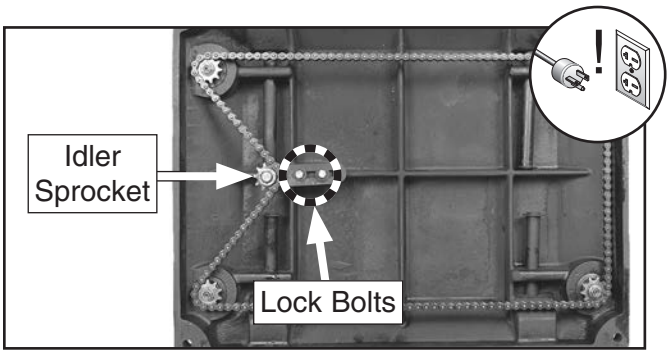

Figure 63. Table height chain on underside of table (stand removed for clarity).
2. Remove motor access panel to access table height chain (see **Figure 63**).
3. Loosen both chain-tension lock bolts (see **Figure 63**), then push idler sprocket against chain with moderate pressure to eliminate slack in chain. While maintaining pressure on idler sprocket, re-tighten lock bolts.